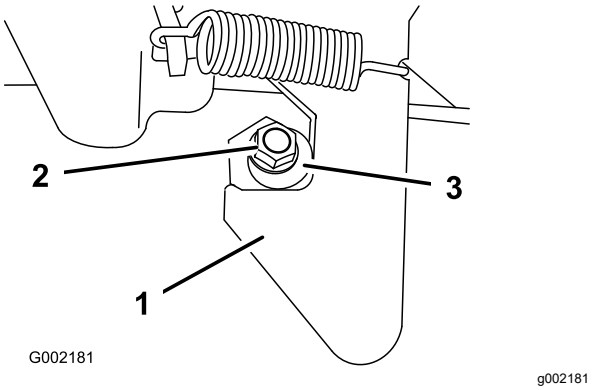

Figuur 72
1. Draai de borgmoer op het uiteinde van de vergrendelstang los (Figuur 72).
2. Draai de vergrendelstang rechtsom tot deze stevig tegen het gehaakte gedeelte van de vergrendeling aandrukt (Figuur 72).